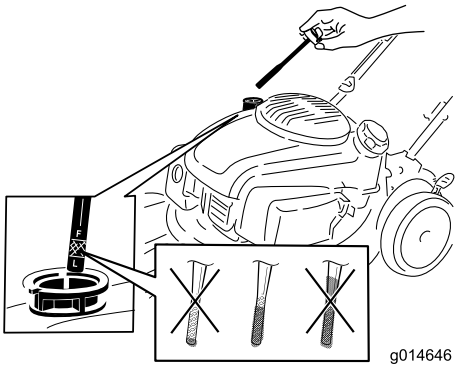

Figura 16
2. Retire la varilla (Figura 16).
9. Retire la varilla y compruebe el nivel de aceite en la misma (Figura 16).